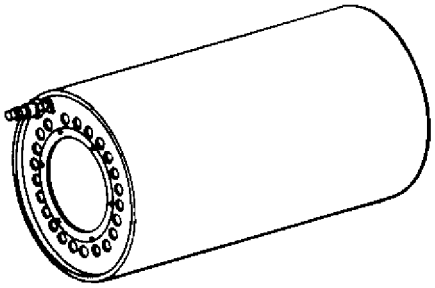

Figure 18. 6796807 Outer Shaft Heat Shield
d. Install 6796807 heat shield (figure 18) over front end at inner and outer shaft assembly. Cool assembly by connecting an air line to quick−disconnect fitting on heat shield.